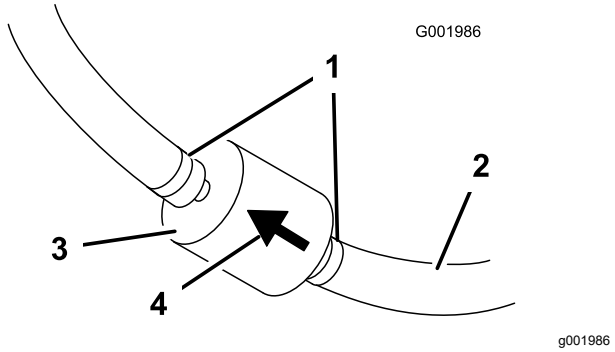

**Figura 47**
5. Aperte as extremidades das braçadeiras e deslize as abraçadeiras, afastando-as do filtro (Figura 47).